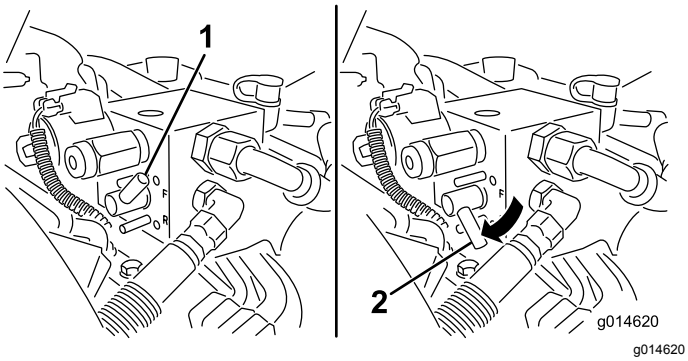

Figuur 52
5. Draai de wethendel naar ACHTERUIT (R) (Figuur 52).